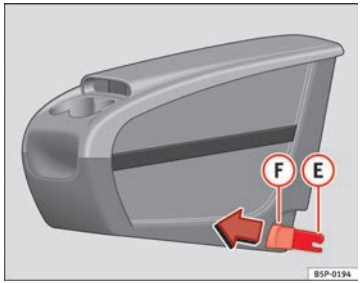
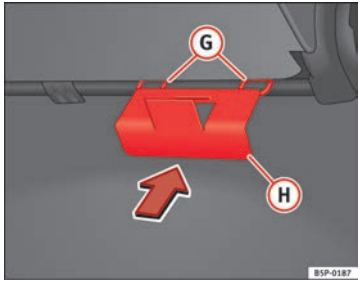

Fig. 112 Mobile storage compartment. Installation
Fig. 113 Mobile storage compartment mounting plate
– Fit the mobile storage compartment mounting plate (H) ⇒ fig. 113 from the inside of the vehicle, through the rear part of the seat. It should be fitted between the backrest and the seat, in the central seat area.
– Set both mounting pieces together (E) ⇒ fig. 112, with both mounting rings (G) ⇒ fig. 113 and press hard until both the clips completely connect with the rings.
– Pull each of the buttons ⇒ fig. 112 (F) on the clips (red buttons) forwards, until they snap out of place.